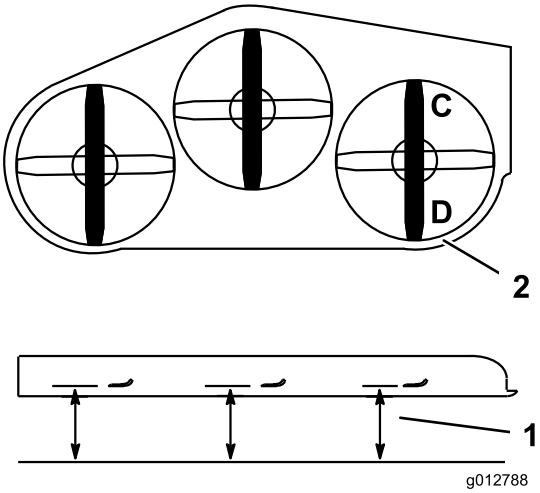

**Figur 87**
1. Plasser den høyre kniven på langs (Figur 87).
2. Mål den høyre kniven ved **C**-plasseringen, fra en jevn overflate til knivveggen på knivspissen, og noter denne målingen (Figur 87).
3. Mål den høyre kniven ved **C**-plasseringen, fra en jevn overflate til knivveggen på knivspissen, og noter denne målingen (Figur 87).
4. Kniven skal være 6–10 mm lavere ved posisjon **A** enn ved stilling **B** (Figur 87). Dersom defleksjonen ikke er korrekt, gå til følgende trinn.